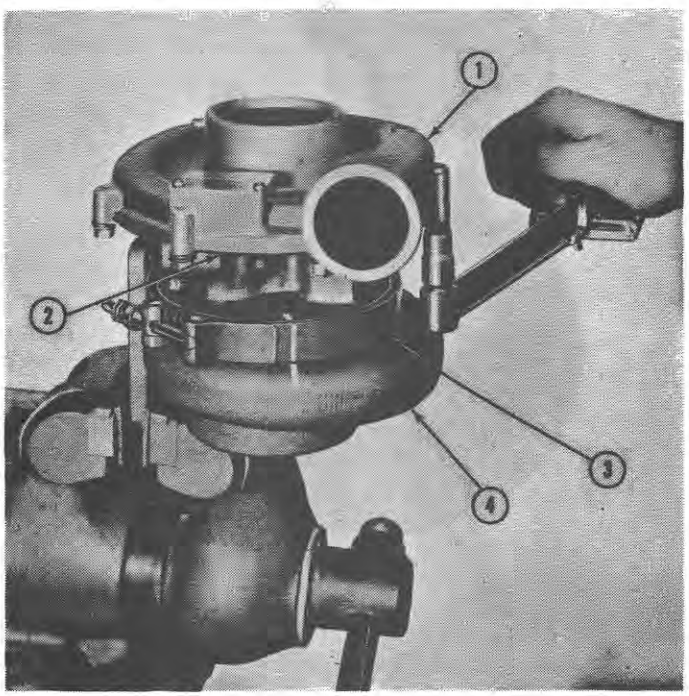

Figure 12
15. Clamp the turbine housing in a vise as shown in Figure 12.
19. Position the compressor cover on the bearing housing aligning the reference marks as shown in Figure 12.